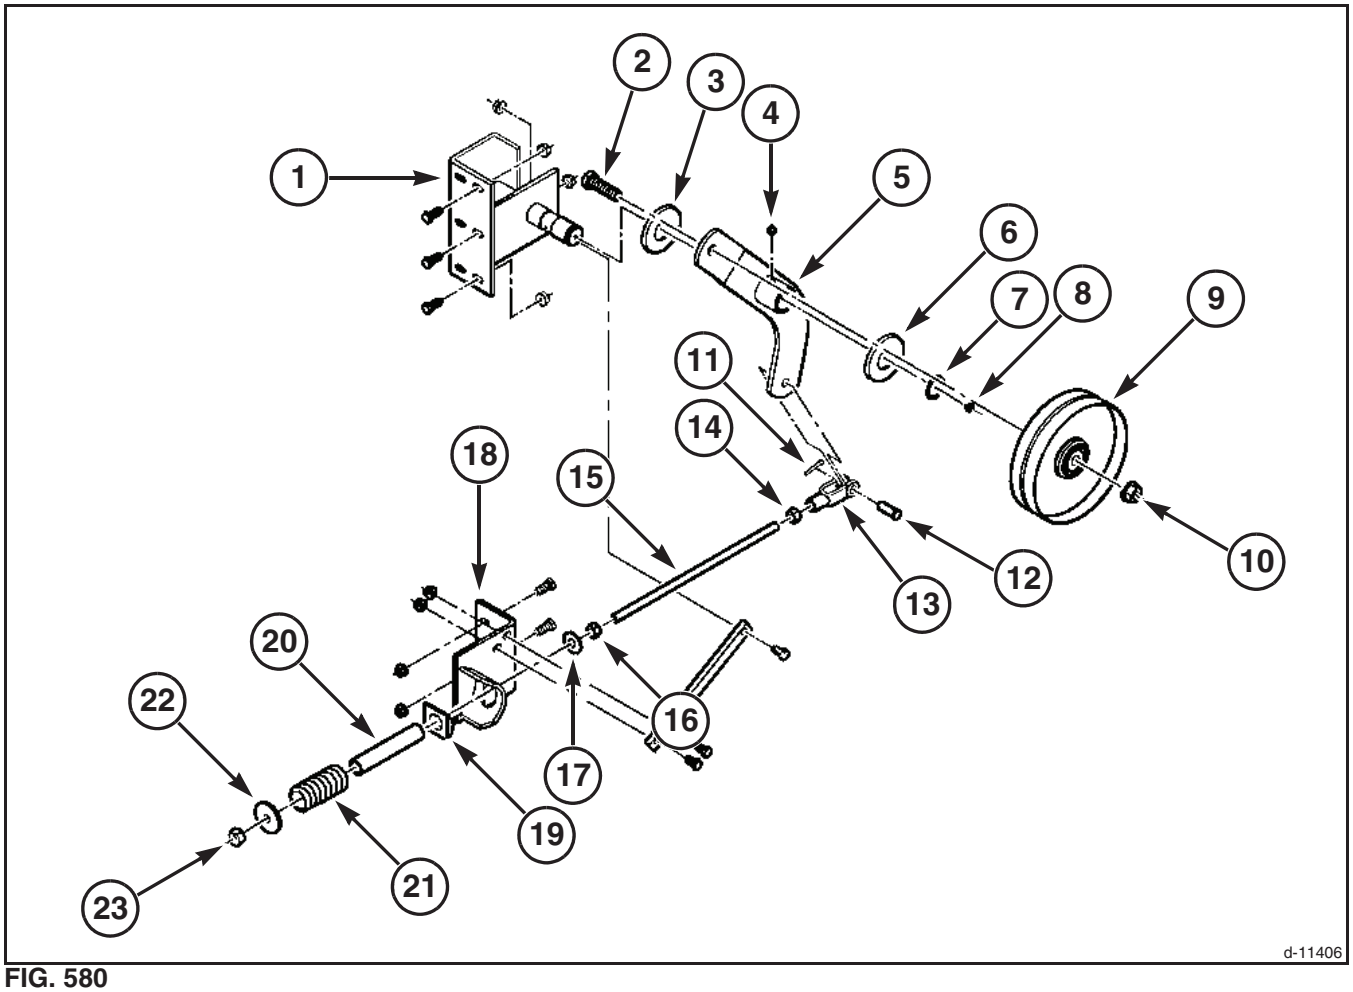

FIG. 580
FIG. 580: Tensioner Assembly - Slide the threaded rod (15) with jam nut (16) and washer (17) into the rod anchor bracket (18). Slide the pivot block (19), spring spacer (20), and spring (21) onto the threaded rod. Install the washer (22) and nut (23) on the threaded rod.